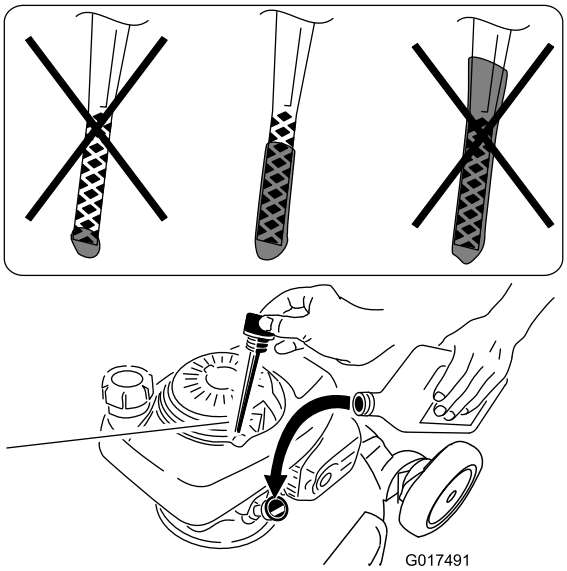

Figure 34
8. Remove the dipstick and read the oil level on the dipstick (Figure 34).